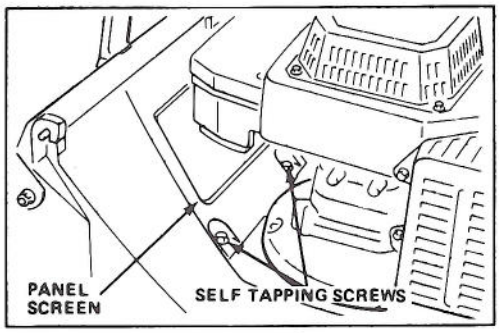

Figure 28
2. Remove (2) ½" self tapping screws securing panel screen to mower deck and remove panel screen (Fig. 28).
**Note:** For easier access to panel screen screws, remove (2) self tapping screws from gas tank and move gas tank out of the way.